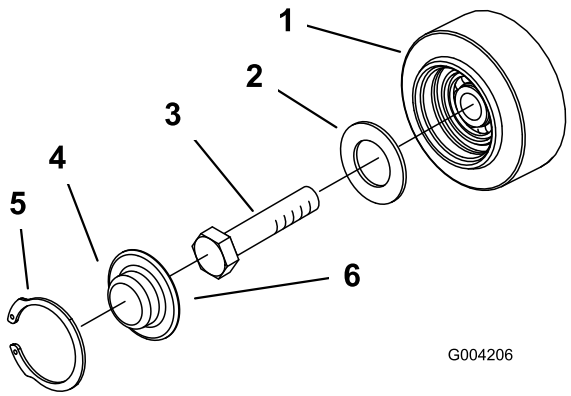

Figuur 48
3. Verwijder de snapring en dop van een wegwiel (Figuur 48).
4. Controleer het smeervet onder de dop en rond de pakking (Figuur 48). Als er geen vet is of als het vet vuil of zanderig is, verwijder dan al het vet, vervang de pakking en breng nieuw smeervet aan.
6. Plaats de ingevette wegwieldop op de kop van de bout (Figuur 48).
7. Zet de wegwieldop vast met de snapring (Figuur 48).